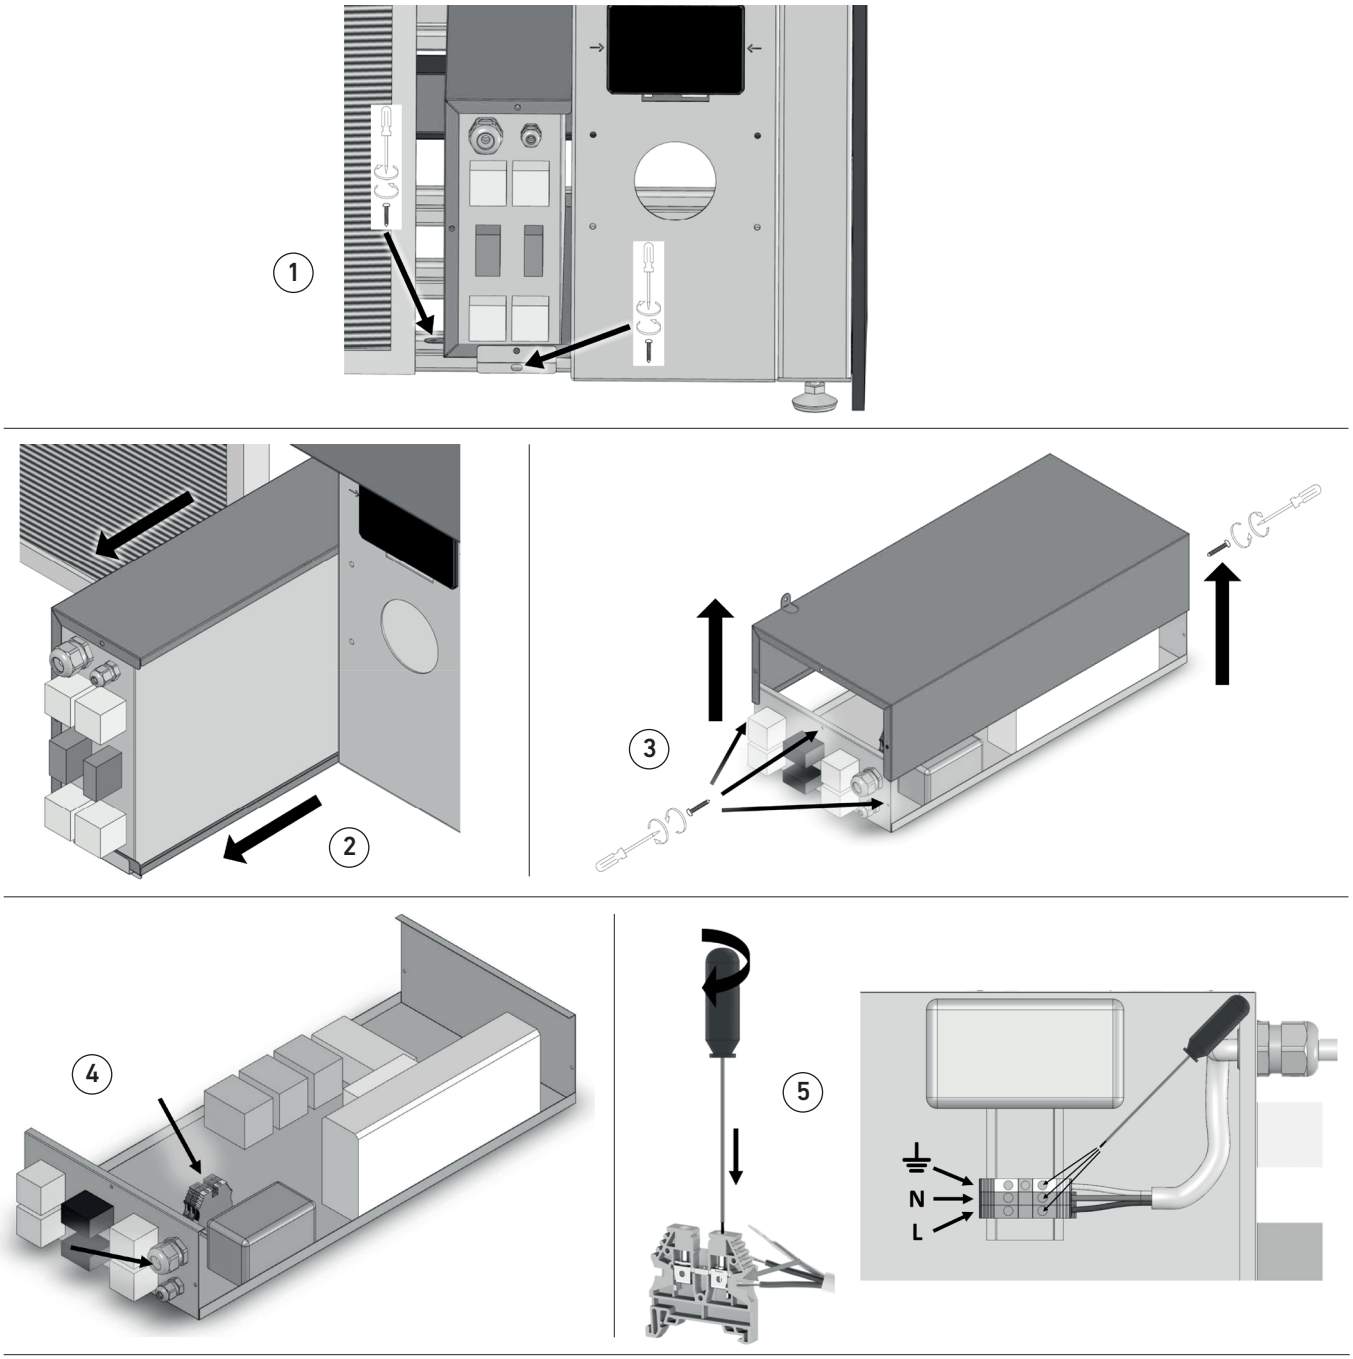

fig. 18
- Unscrew the fixing screws shown in fig. 18 part. 1 (in some models there is only the screw on the left of the image);
- Remove the electric board by sliding it through the special slide (fig. 18 part. 2);
- Remove the fixing screws of the base cover (Fig. 18 part. 3);
- Provide a suitable electrical cable for the equipment., insert it into the cable gland shown in fig. 18 part. 4 and direct it to the three terminals indicated in the same figure;
- Connect the electrical cables with the three terminals by performing a phase stripping (L), neutral (N) and ground (⏚) as indicated in the first point of the previous list and shown in fig. 18 part. 1;
- Connect the cables with the relevant terminal blocks using a shear screwdriver with a blade length of about 2.5 mm and follow the procedure in fig. 18 part. 5 paying the utmost attention to connect each cable with the correct terminal block. Check that the cables have been correctly connected to the terminal blocks by trying to pull them slightly (if the fixing is correct the bare parts of the cable must not be removed from the seat in the terminal blocks);